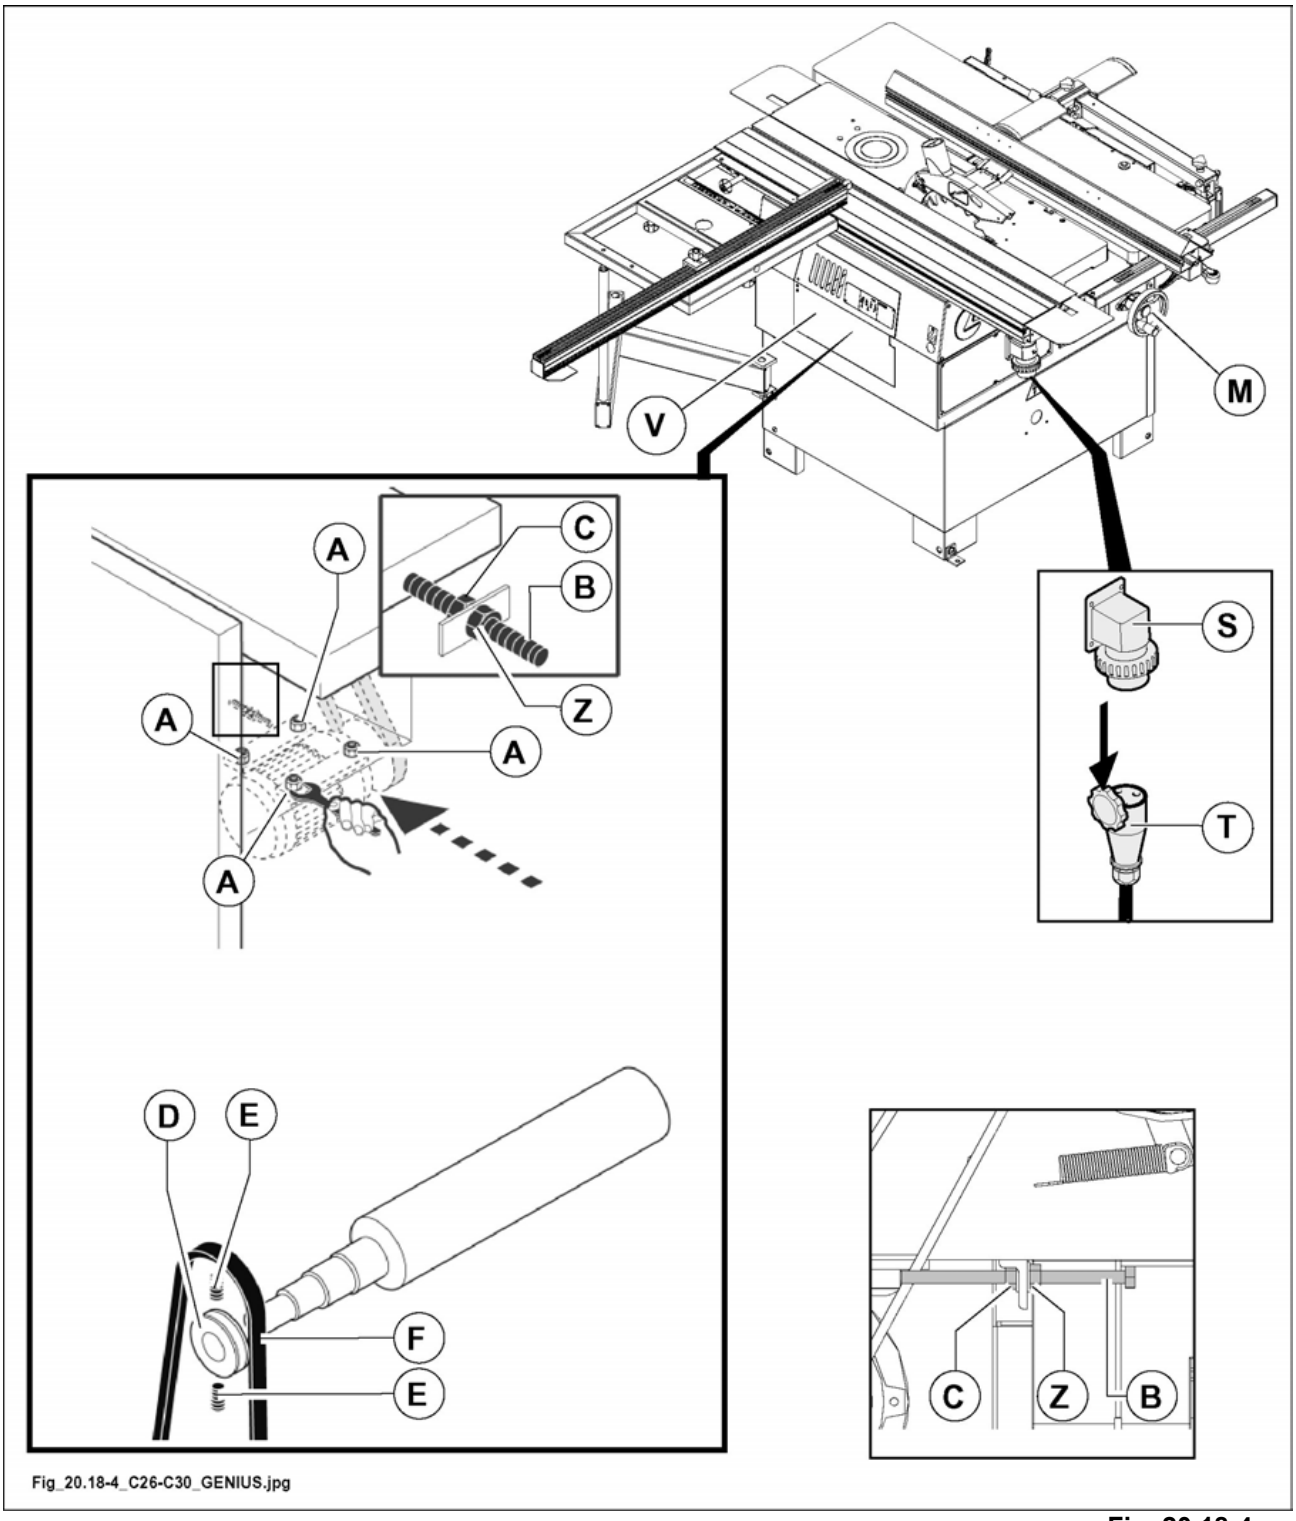

Fig. 20.18-4
before carrying out any of the operations make sure to cut the main electric power and disconnect socket (T fig. 20.18-4) from plug (S fig. 20.18-4).
- Raise the thicknesser table using the handwheel (M fig. 20.18.4).
- Open the door (V fig. 20.18.4).
- Slacken nut (C fig. 20.18-4).
Slacken adjustment screw (B fig. 20.18-4) to slacken belt tension.
- Pull pulley (D fig. 20.18-4) out of the cutter block after removing the two grub screws (E fig. 20.18-4).
- Insert the new belt (F fig. 20.18-4) into groove of pulley (D fig. 20.18-4).
- Insert pulley (D fig. 20.18-4) into the cutter block and fix it by tightening the two grub screws (E fig. 20.18-4). Ensure that the grub screws are screwed tightly into their respective housings.
- When the adjustment has been made, tighten nuts (A fig. 20.18-4) and (C fig. 20.18-4).
- Close the door (V fig. 20.18.4).